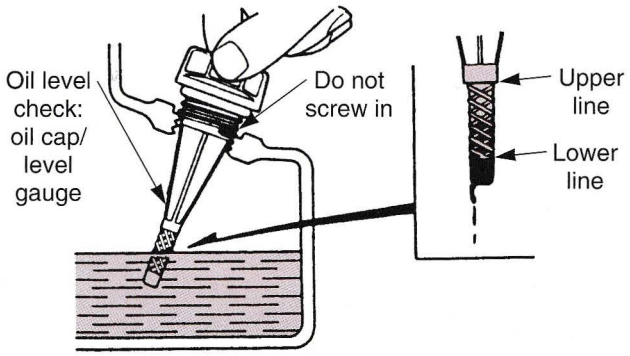

Figure 10-29. Checking oil level with an oil cap/level gauge. (Honda Motor Co., Ltd.)
3. Insert the level gauge/dipstick into the oil filler tube 2-3 minutes after stopping the engine. The engine contains a sufficient amount of oil if the level is between the upper and lower lines on the gauge, **Figure 10-29.** If the oil level is near or below the lower line, add the amount of engine oil needed to reach the upper line.